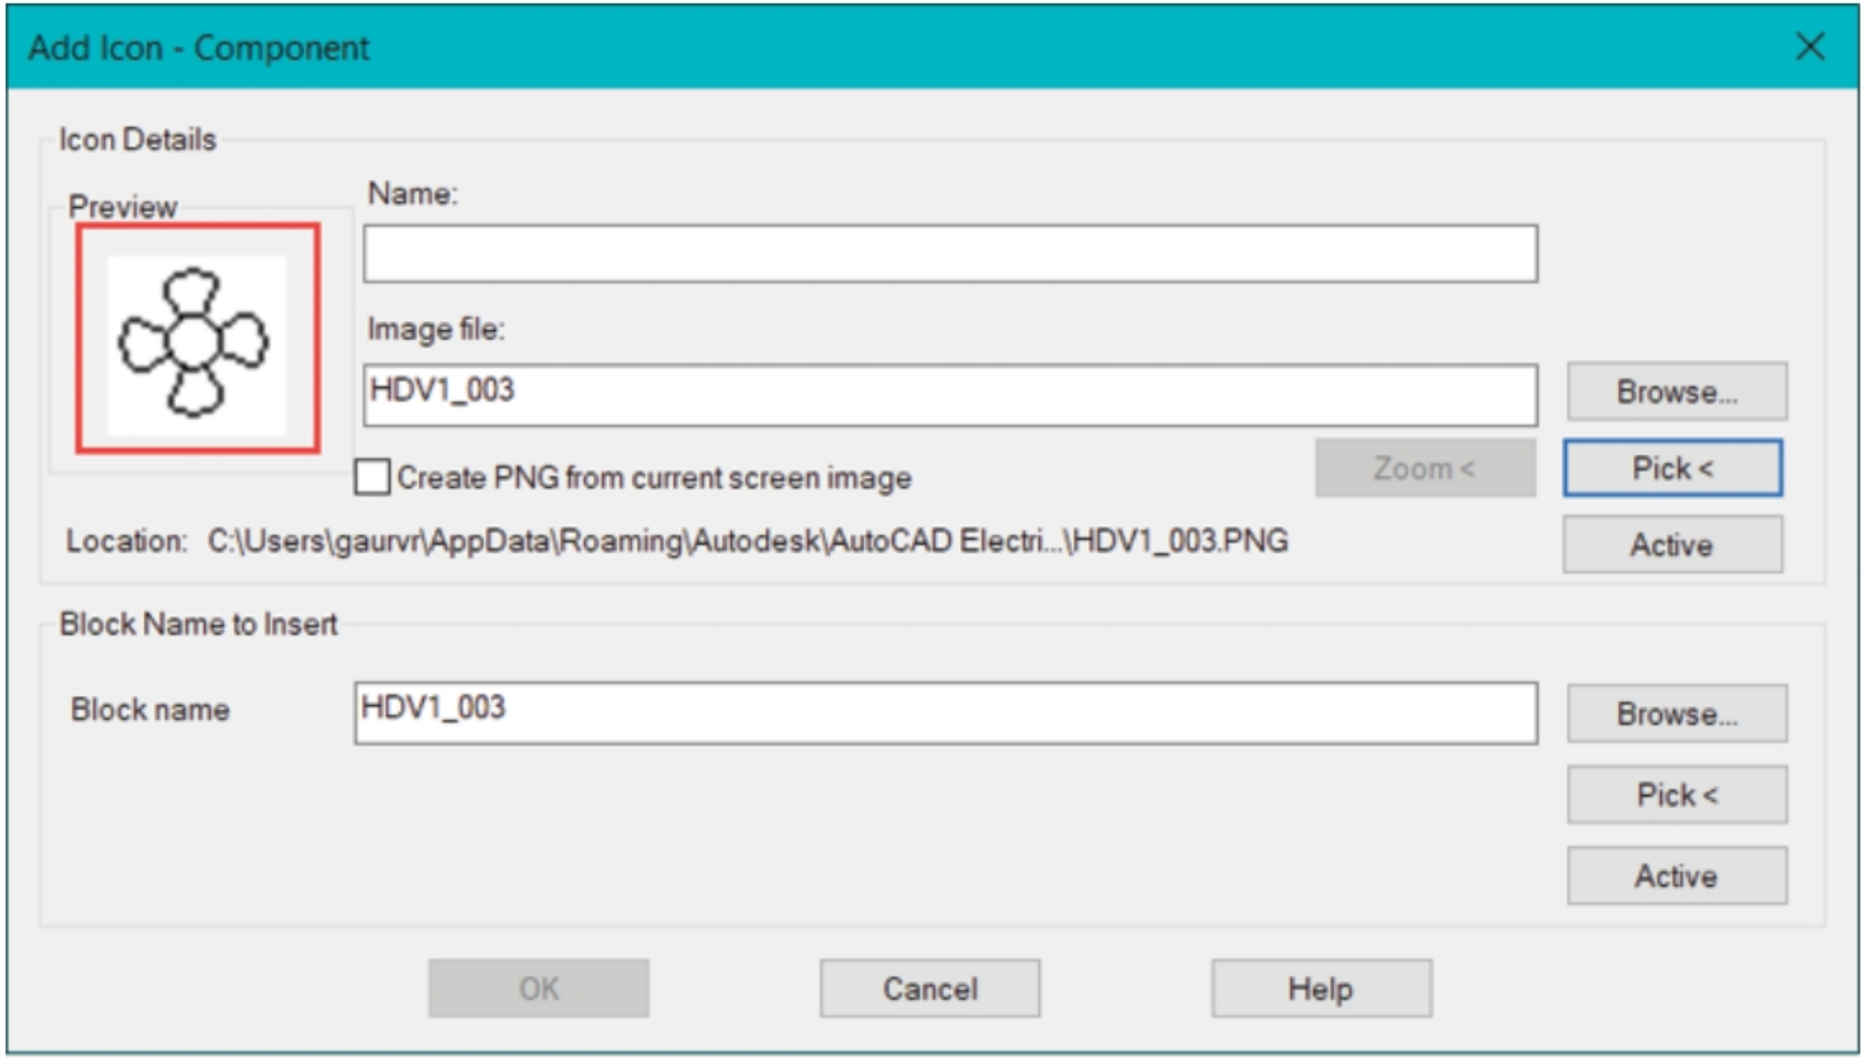

Figure-64. Preview of Icon
- Select the sketch of symbol from the drawing area. Note that you must have the symbol drawing open in AutoCAD Electrical to select the sketch of symbol. Preview of symbol will be displayed in the dialog box; refer to Figure-64.